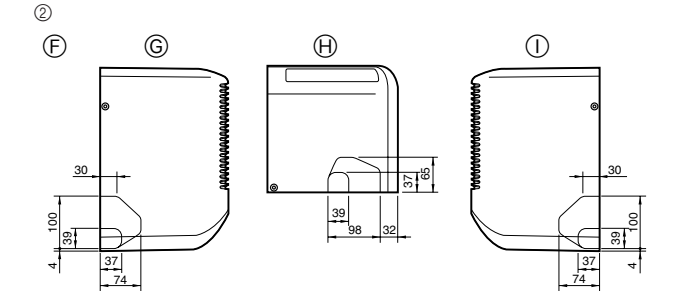

Fig. 4-4
② Festlegung der Position der Ausbrechöffnungen am Gerätekörper (Fig. 4-4)